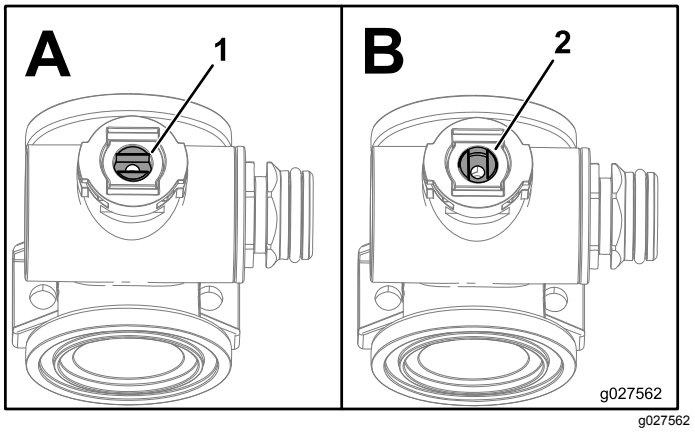

Figur 71
1. Placera ventilskaftet så att ventilen är stängd (B i Figur 71).